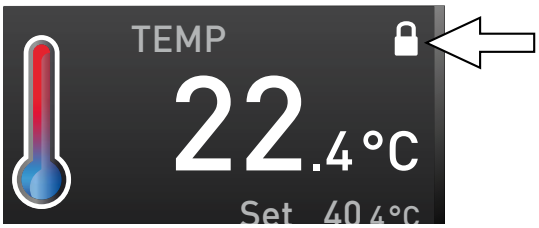

*Bild 29 Justering av temperatur på enheten är spärrad (exempel)*
När inställningsmöjligheterna har spärrats, framgår det med en låssymbol i respektive visning (Bild 29).
4. Ta ut USB-minnet. Spärrade parametrar markeras med låssymbol i respektive visning (Bild 29).